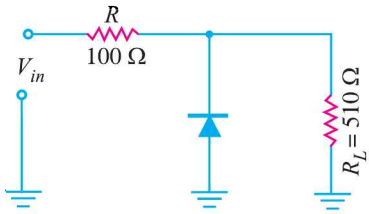

Fig. 18.66
1. The negative shunt clipper shown in Fig. 18.66 has peak input voltage of +15 V. What is the output peak voltage ? **[12.54 V]**